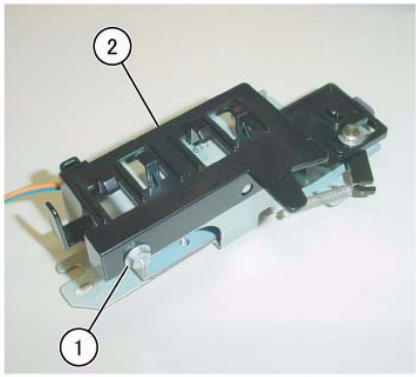

Figure 3 Removing the Support
10. Remove the Support (Figure 3):